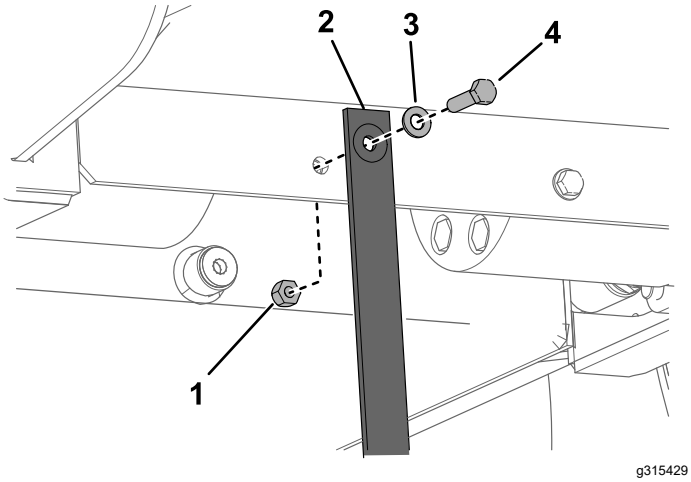

Figura 32
3. Sub platformă, înlocuii cureaua statică, în modul prezentat în Figura 32.